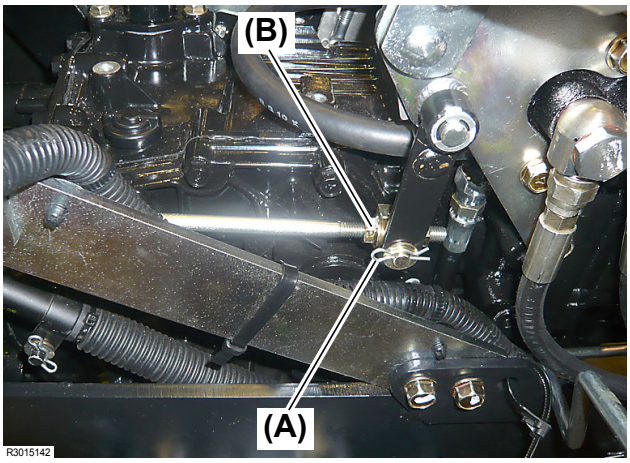

Fig. 6
4. Remove the snap pin **(Fig. 6, (A))** and the washer. Then remove the feed back rod **(Fig. 6, (B))** connected to the lift arm.